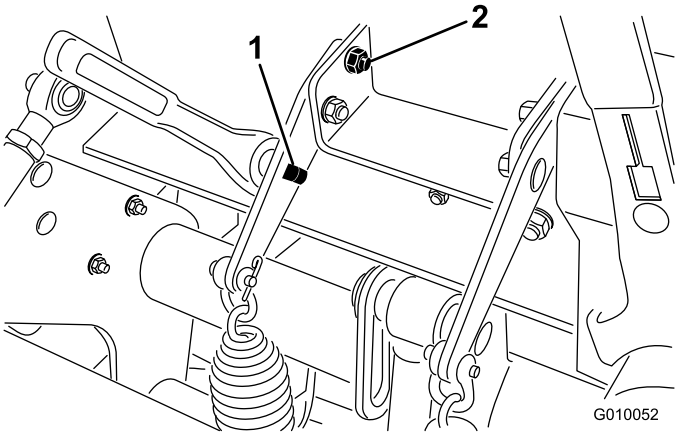

Figura 38
2. Insira uma lingueta de travação com 1/2 pol. ou uma alavanca no orifício quadrado na placa de molas (Figura 38).